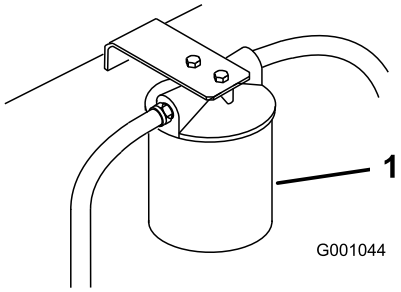

**Figur 79**
3. Sätt ett tömningsstråg under filtret, ta bort det gamla filtret och torka ren filteradapterpackningens yta (Figur 79).